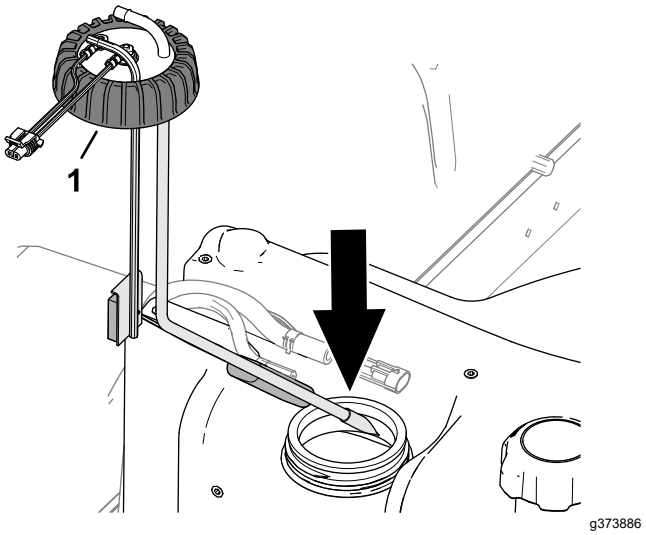

**Figuur 96**
2. Monteer de brandstofaanzuigbuis en de vlotter voorzichtig in de brandstoftank (Figuur 96).